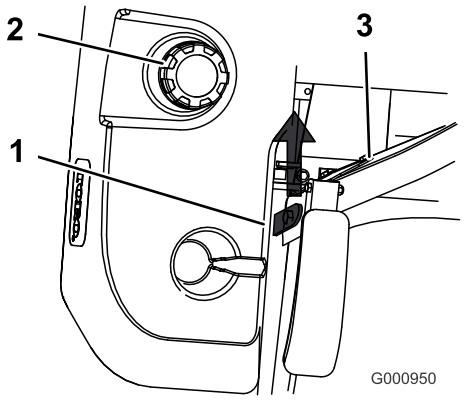

**Figuur 23**
3. Zet de stoel omhoog. Hierdoor kunt u bij het deel van de machine onder de stoel komen (Figuur 23).